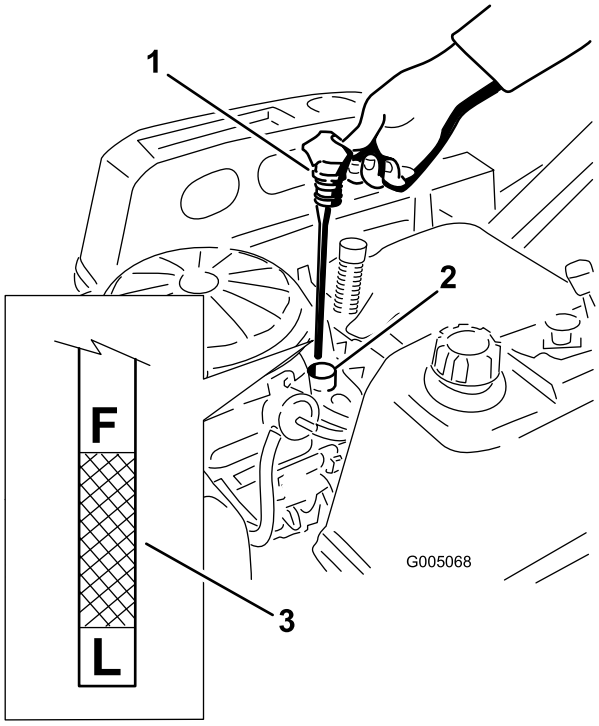
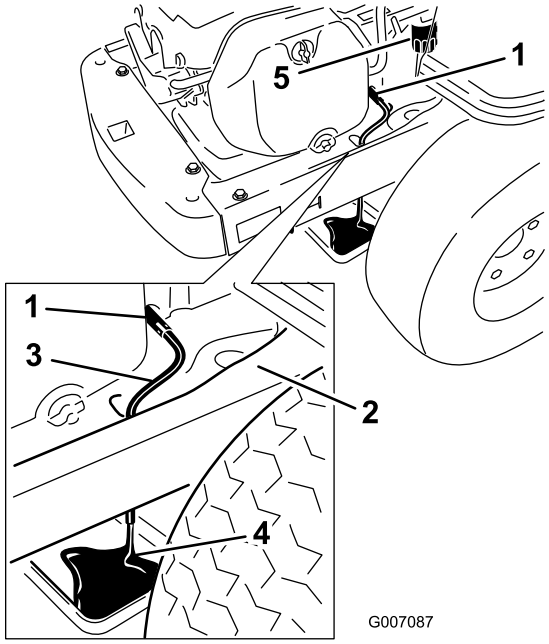

Figuur 32
Figuur 34
4. Verwijder de olievulbuis/peilstok; veeg de olie eraf. Plaats de peilstok weer stevig op zijn plaats (Figuur 32).
5. Haal de peilstok eruit en controleer het oliepeil. (Figuur 32).
6. Plaats een opvangbak onder de machine direct onder de aftapslang zoals wordt getoond in Figuur 34.
7. Draai de aftapplug een 1/4 slag naar links om deze te openen en de olie weg te laten lopen (Figuur 34). Verwijder de vuldop/peilstok (Figuur 32).
9. Verwijder het oude filter en veeg de montagetussenstuk schoon (Figuur 34).
10. Als alle olie is weggelopen, draait u de olieaftapplug dicht. Verwijder de olieaftapslang en veeg overtollige olie van het frame (Figuur 34).
14. Giet ca. 80 % van de gespecificeerde hoeveelheid olie langzaam in de vulbuis (Figuur 32).
15. Plaats de vuldop/peilstok weer stevig op zijn plaats (Figuur 32).
16. Controleer het oliepeil (Figuur 32); zie Oliepeil controleren.
18. Plaats de vuldop/peilstok weer stevig op zijn plaats (Figuur 32).